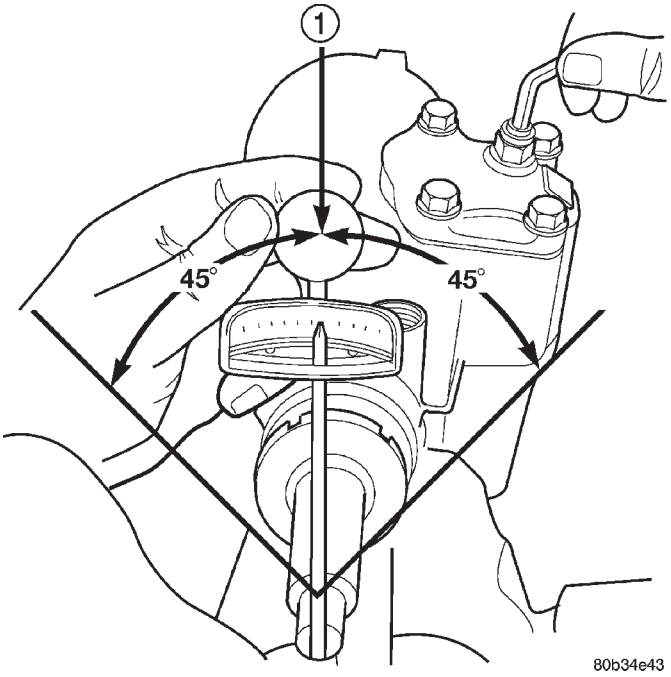

Fig. 10 Checking Over-center Rotation Torque
(3) Place the torque wrench in the vertical position on the stub shaft. Rotate the wrench 45 degrees each side of the center and record the highest rotational torque in this range (Fig. 10). This is the Over-Center Rotating Torque.